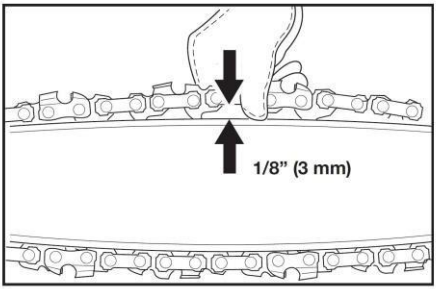

Fig. 1
1. Check the chain tension by pulling the saw chainaway from the chain bar. A properly tensioned chainshould have roughly 1/8 inch (3 mm) of distance between itself and the bar guide (Fig. 1).